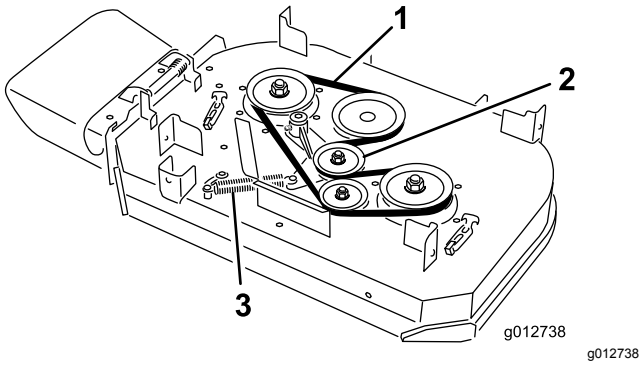

**Figuur 64**
4. Verwijder de veer van de ankerpost op de arm van de spanpoelie (Figuur 64).
5. Verwijder de versleten drijfriem (Figuur 64).
6. Plaats de nieuwe drijfriem rond de koppelingspoelie, de poelies van het maaidek en de spanpoelie (Figuur 64).
7. Monteer de veer aan de ankerpost op de arm van de spanpoelie (Figuur 64).